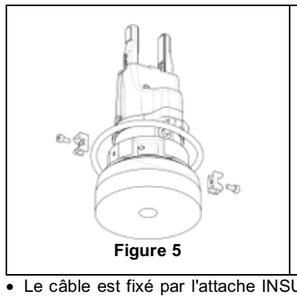

Figure 5
- Le câble est fixé par l'attache INSULOK® et le support d'attache de câble inclus dans les accessoires. Voir **Figure 5.** Les vis CHC sont serrées au couple de serrage maximal de 1.0 N.m.